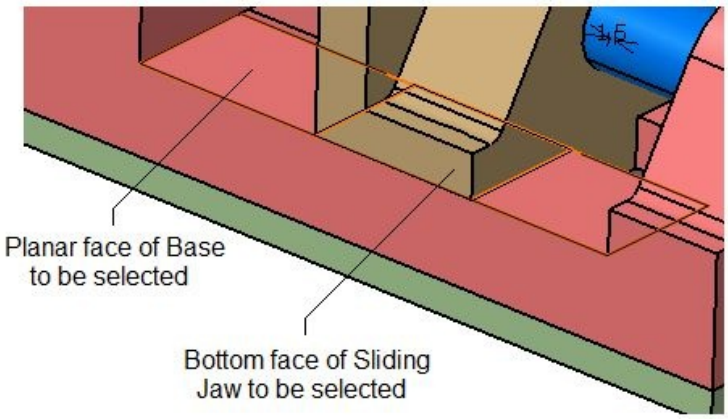

Figure 16-67 *Faces to be selected for creating the Planar joint*
2. Select the planar face of the Base; you are prompted to select the second plane. Select the bottom face of the Sliding Jaw, as shown in Figure 16-67.